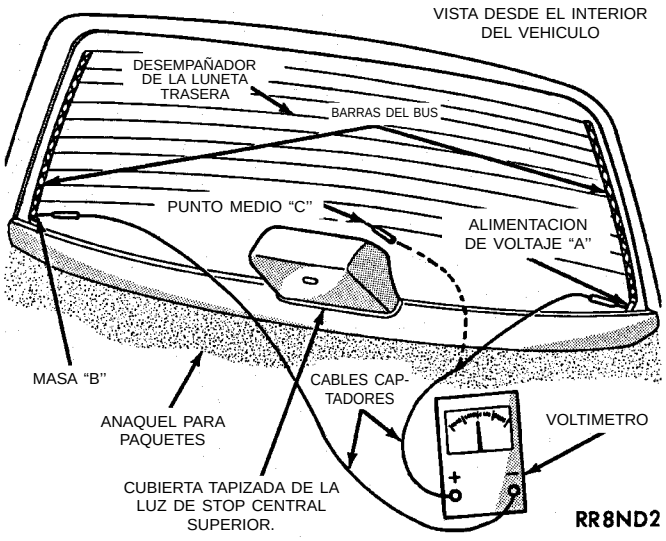
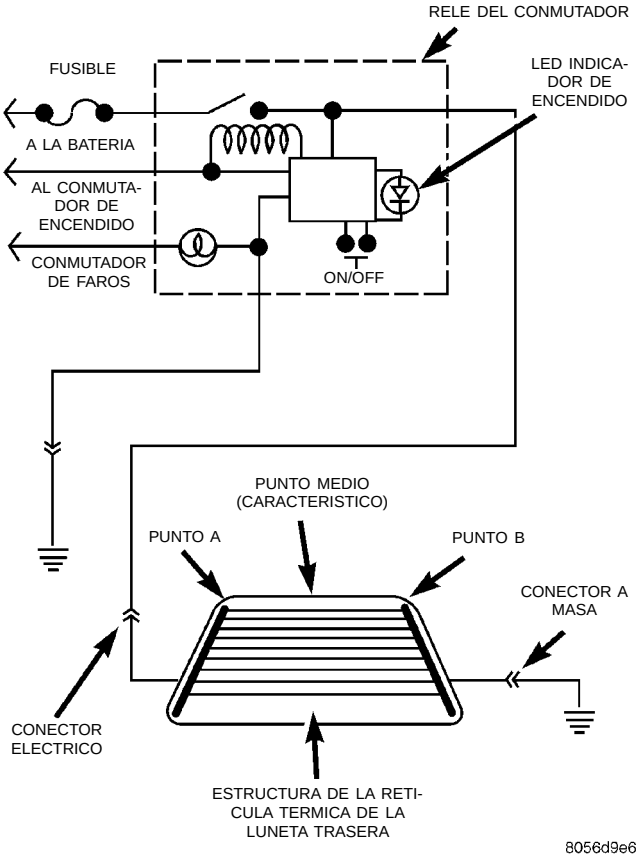
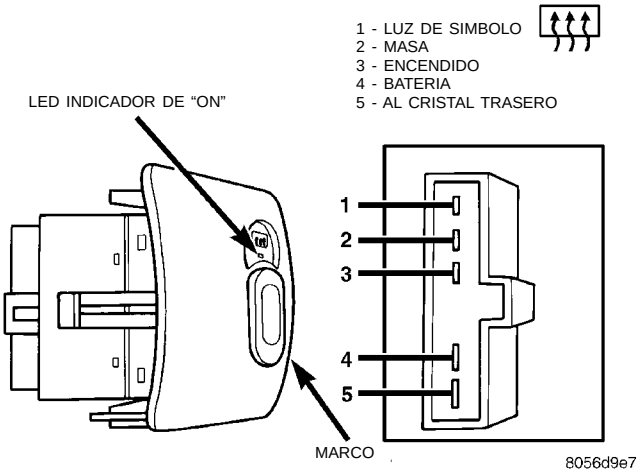
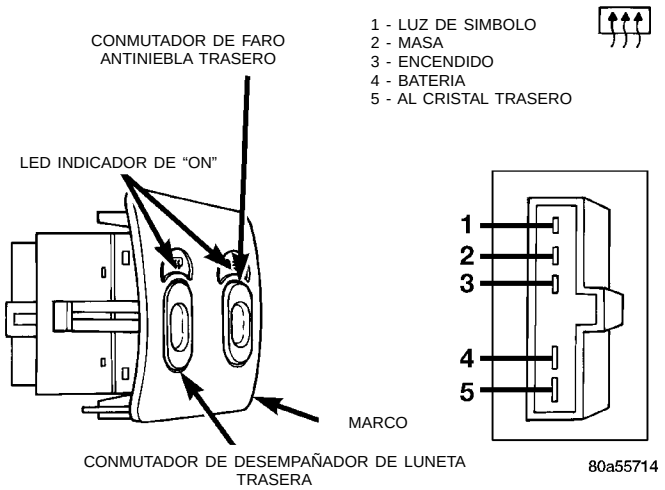

Fig. 2 Prueba de las líneas de la retícula de la luneta trasera
Fig. 3 Circuito Eléctrico del Sistema
Fig. 4 Conmutador del desempañador de la luneta trasera
Fig. 5 Conmutador del desempañador de la luneta trasera - de exportación
(1) Coloque el interruptor de encendido en posición ON.
(2) Conecte un amperímetro en serie con la batería. Coloque el conmutador de control del desempañador en posición ON. Debería percibirse un incremento importante en el amperaje.
(3) El funcionamiento del desempañador de la luneta trasera se puede verificar tocando el cristal. Puede detectarse una marcada diferencia de temperatura entre las líneas de la retícula y el cristal adyacente después de 3 a 4 minutos de funcionamiento.
(4) Utilice un voltímetro de CC y conecte el cable negativo al Punto B y el cable positivo al Punto A (Fig. 2). En el voltímetro debería leerse entre 10 y 14 voltios.
(5) El Paso 2, Paso 3 o Paso 4 anteriores confirmarán el funcionamiento del sistema. Si la luz indicadora se ilumina, quiere decir que sólo hay voltaje en la salida del relé y no necesariamente verifica el funcionamiento del sistema.
(6) Si al colocar el conmutador en posición ON no se produce ningún amperaje distinto en el amperímetro, debería buscarse el problema de la siguiente manera:
Las líneas horizontales de la retícula y las líneas verticales del bus adheridas térmicamente a la superficie interna del cristal de la luneta trasera (Fig. 2) componen un circuito eléctrico paralelo. Las líneas conductoras eléctricas están compuestas por un material de plata y cerámica que se adhiere al cristal y es altamente resistente al desgaste. Es posible, sin embargo, que se rompa una línea individual de la retícula, interrumpiendo el flujo de corriente por la línea. Para detectar si las líneas de la retícula están rotas, es necesario realizar el siguiente procedimiento:
(1) Coloque el encendido y el conmutador de control en posición ON. La luz indicadora debería encenderse.
(2) Utilice un voltímetro de CC con una escala de 0 a 15 voltios y ponga en contacto el terminal B con el cable negativo del voltímetro y el terminal A con el cable positivo del voltímetro (Fig. 2). En el voltímetro debería leerse entre 10 y 14 voltios. La lectura de un voltaje menor indica una mala conexión en el circuito de alimentación o de masa.
(3) Con el cable negativo del voltímetro, haga contacto con una buena masa en la carrocería. La lectura del voltaje no debería cambiar.
(4) Conecte el cable negativo del voltímetro al terminal B y toque cada línea de la retícula en el punto medio con el cable positivo. Una lectura de:
Cuando se acerque al punto en que la retícula está rota, el voltaje cambiará apenas pase por encima de la rotura. Consulte la (Fig. 2) y (Fig. 3).
(1) Retire el conmutador del tablero de instrumentos pero déjelo conectado. Para informarse de los procedimientos de desmontaje, consulte el Grupo 8E, Tablero de instrumentos.
(2) Gire el interruptor de encendido a la posición ON.
(3) Mediante un voltímetro, verifique el voltaje de batería en la espigas 3 y 4 (Fig. 3), (Fig. 4) y (Fig. 5).